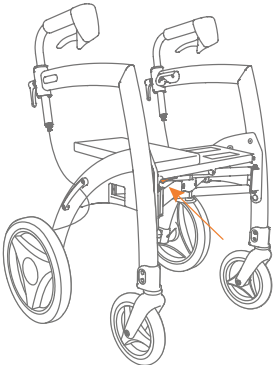
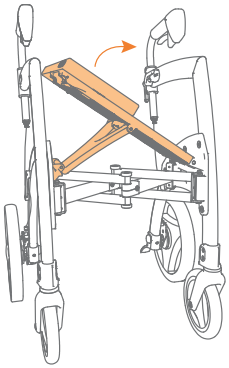

Figuur 11A: Houd de rode knop ingedrukt.
Figuur 11B: Til de zitting deels omhoog.
d. Druk de rode ontgrendelknop in onder de zitting en **(Figuur 11A)** en til de zitting gedeeltelijk omhoog **(Figuur 11B)**.